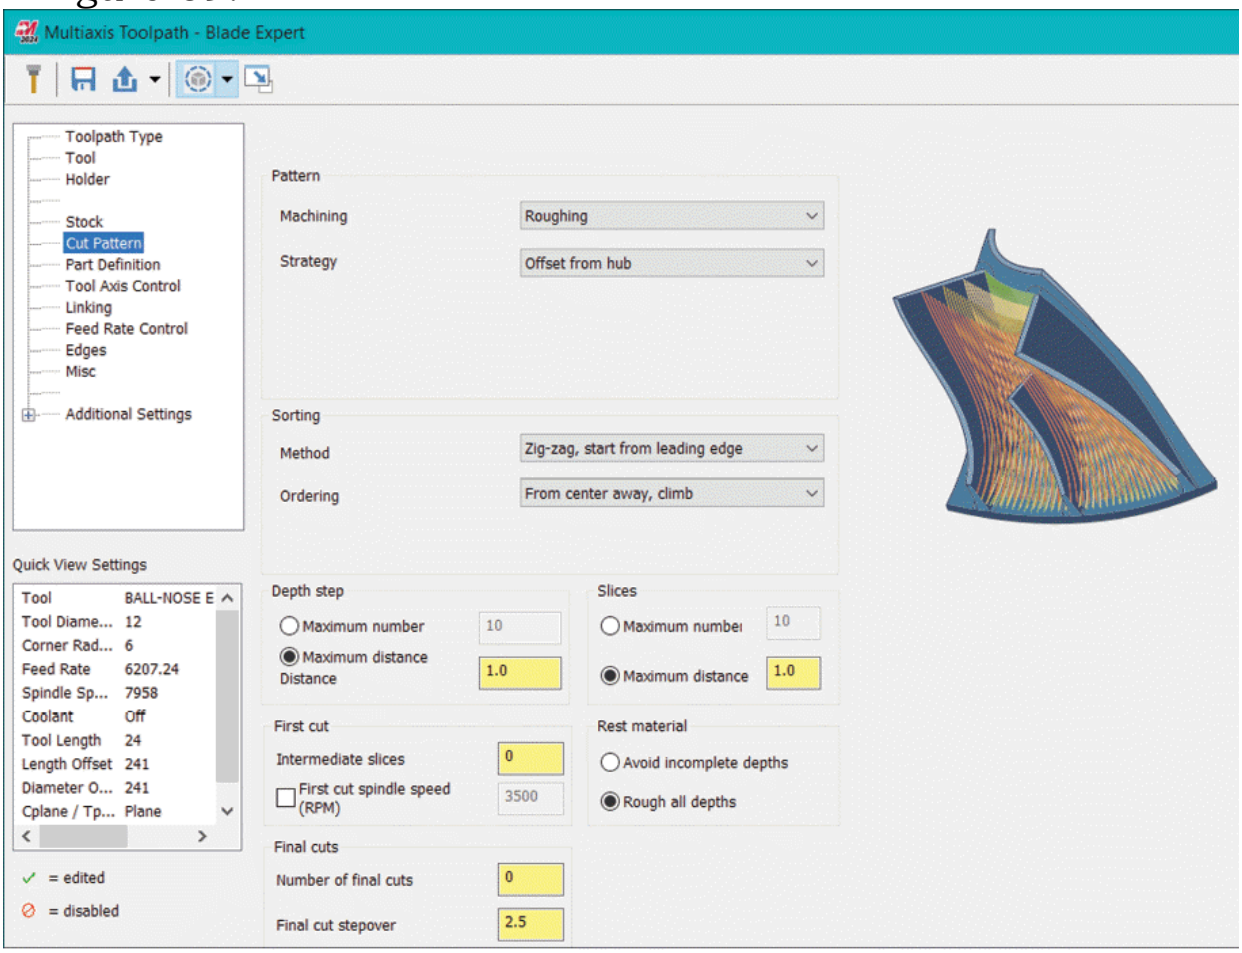

Figure-59. Cut Pattern page for Blade Expert toolpath
- Select the **Cut Pattern** option from left area to define the pattern in which cutting passes will be created; refer to Figure-59.